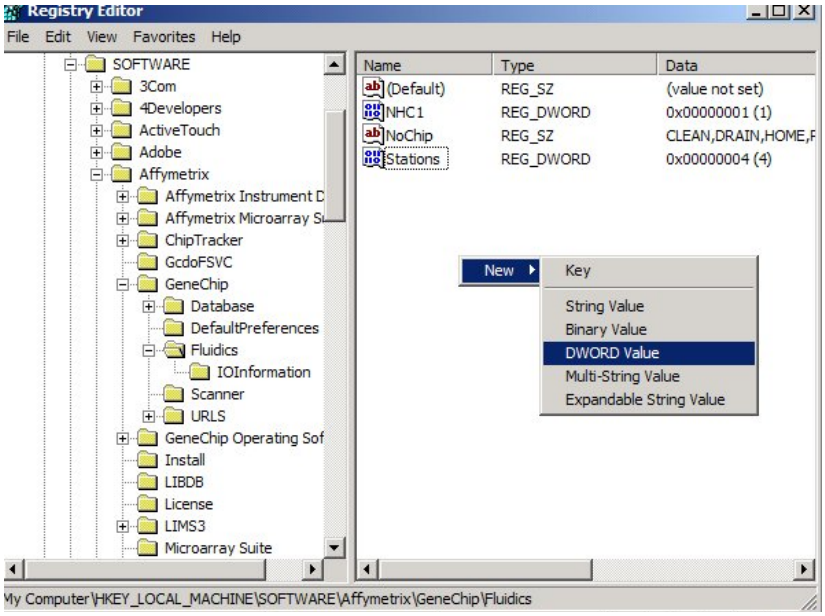

Figure 8.10
5. In the right window, right-click and select **New →DWORD Value** from the shortcut menu to create a new name/data pair. Repeat for each fluidics station whose ID is to be captured **(Figure 8.10)**.